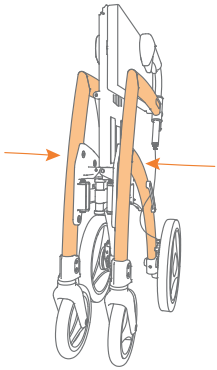

Figuur 11C: Duw het frame verder naar binnen.
e. Duw de zijkanten aan het frame naar elkaar toe tot de rollator volledig is ingeklapt **(Figuur 11C)**.